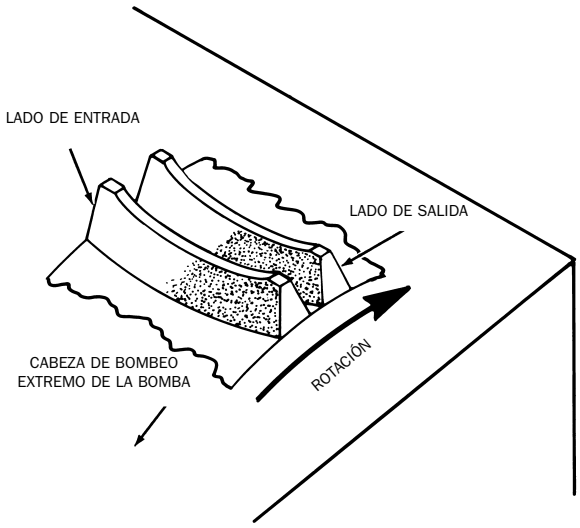

Figura 56
8. Observe la pauta de contacto en el lado de transmisión de la rueda del tornillo sinfín, y compárela con la de la Figura 56. El contacto deberá producirse en el centro de cada diente, continuando hasta la zona de salida. Si la pauta de contacto no es correcta, deberá modificarla cambiando calces de un bloque de rodamientos al otro. Quite calces en el extremo del eje hacia el que desee desplazar la pauta de contacto. Por ejemplo, si el contacto se produce en el lado de entrada de la rueda, quite calces del bloque de rodamientos más cercano a la rueda y colóquelas en bloque opuesto. Para conseguir un ajuste correcto, puede variar las combinaciones de calces, siempre y cuando mantenga el mismo grosor total que determinó en el Paso 4. De lo contrario, modificará la precarga de los rodamientos.